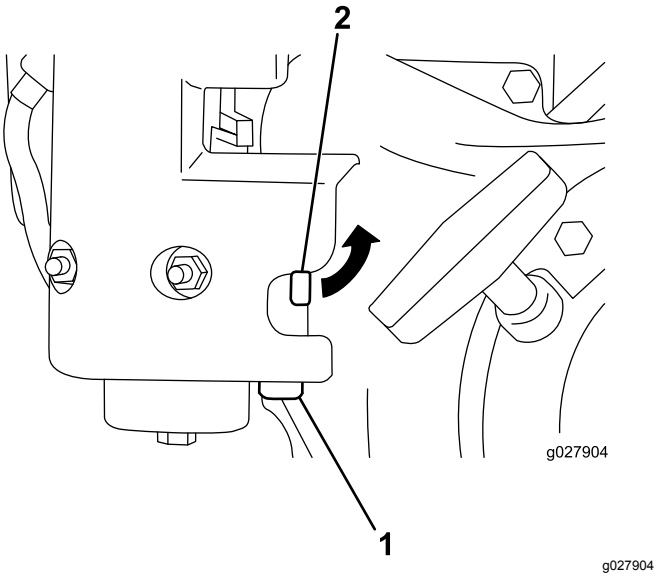

Figur 35
1. Steng drivstoffventilen, og skru av sedimentbollen fra forgasserkroppen (Figur 35).